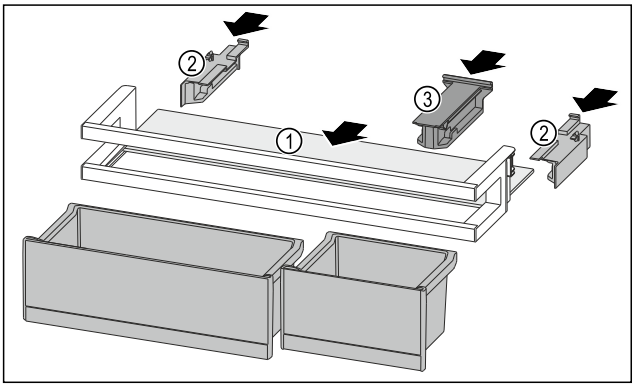

Fig. 151
▶ Împingeți în interior raftul *Fig. 151 (1)* în degajările laterale.
▶ Introduceți piesele laterale *Fig. 151 (2)*.
▶ Introduceți piesa de susținere *Fig. 151 (3)*.